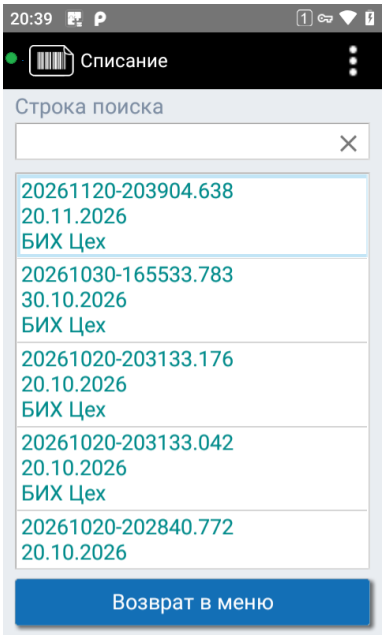

Рисунок 62. Список актов списания
1. Нажмите «Перемещение» → «Ремонт/Списание». На вопрос «Перейти к сверке и обработке актов списания?» ответьте «Да» (при ответе «Нет» откроется обычный режим «Ремонт/Списание»). Откроется список актов (см. Рисунок 62). Выберите акт.